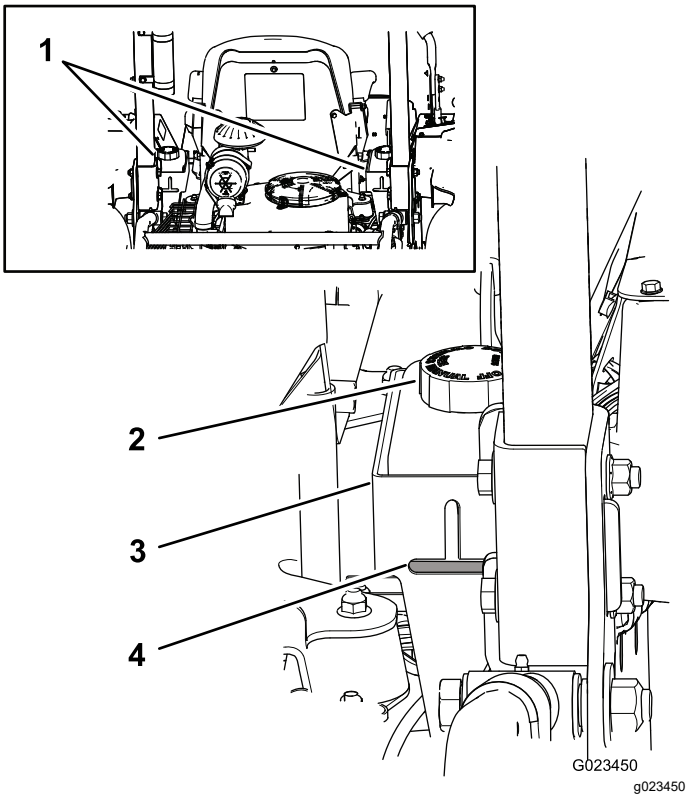

Figure 73
The reservoirs of the machine are filled at the factory with high-quality hydraulic fluid. The best time to check the hydraulic fluid is when the fluid is cold. The machine should be in the transport configuration. If the fluid level is below the top of the horizontal part of the cut-out sight window on the rear of the hydraulic reservoirs (Figure 73), add fluid to bring the fluid to the acceptable level. **Do not overfill the reservoirs.** If the fluid level is at the top of the horizontal part of the sight window, no fluid addition is required. The recommended replacement fluid is:
Note: The fluid level should be at the bottom of each of the openings, as shown in Figure 73.
A. Clean the area around the fluid-reservoir caps to prevent debris from entering the system (Figure 73).